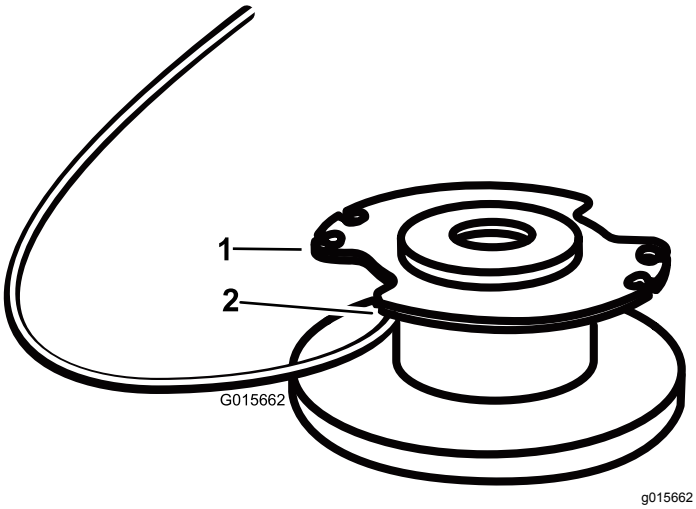

Figura 19
4. Inserite la stringa nel foro di ancoraggio (Figura 19). Avvolgete la stringa sulla bobina nella direzione indicata dalle frecce sulla bobina.